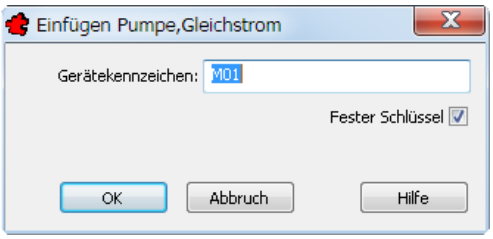

Bild 24.35 – Ändern des Gerätekennzeichens über *Gerätekennzeichen editieren*
- Wählen Sie *Gerätekennzeichen editieren* in der Symbolleiste *TRIC_Infopunkt*. Das Dialogfeld *Einfügen* erscheint (Abb. 24.35).